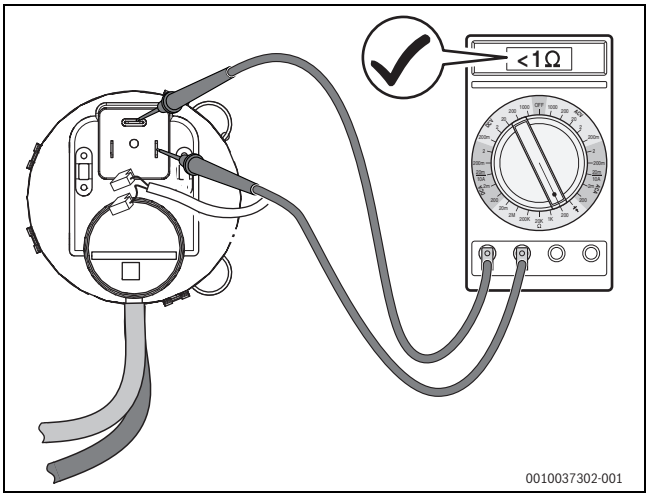

Bild 56 Differenzdruckwächter auf Durchgang prüfen (Differenzdruckwächter in Ordnung)
- ▶ Elektrische Anschlussleitungen am Differenzdruckwächter abziehen und Widerstand an den Kontakten messen (→Bild 56).